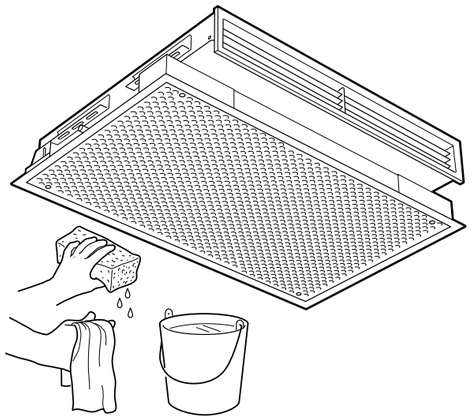

FIGURE 11
1) Wipe down the exterior of the chilled beam with soap and water as needed. (See **FIGURE 11**)